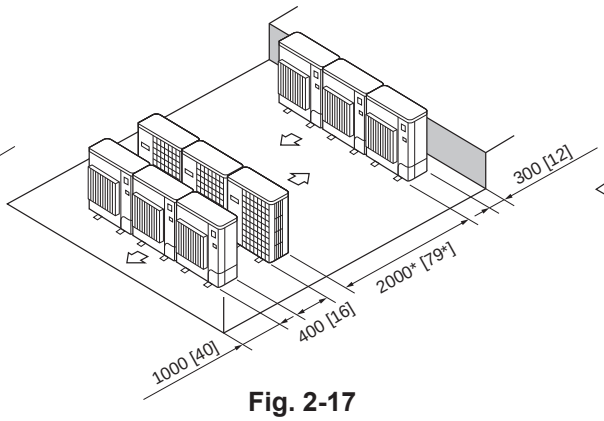

Fig. 2-17
6. Disposición en paralelo de varias unidades (Fig. 2-17)